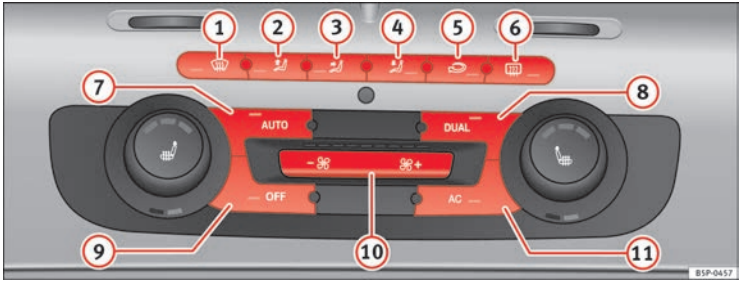

Fig. 129 On the dash panel: 2C Climatronic controls
– Turn the temperature control knobs ⇒ fig. 129 in order to adjust the temperature on the left hand side or the right hand side respectively.
– Press the AUTO button ⇒ page 165, fig. 129. “AUTO High” is shown on the radio display (high fan speed).
– Press the AUTO button again ⇒ page 165, fig. 129. “AUTO Low” is shown on the radio display (low fan speed).